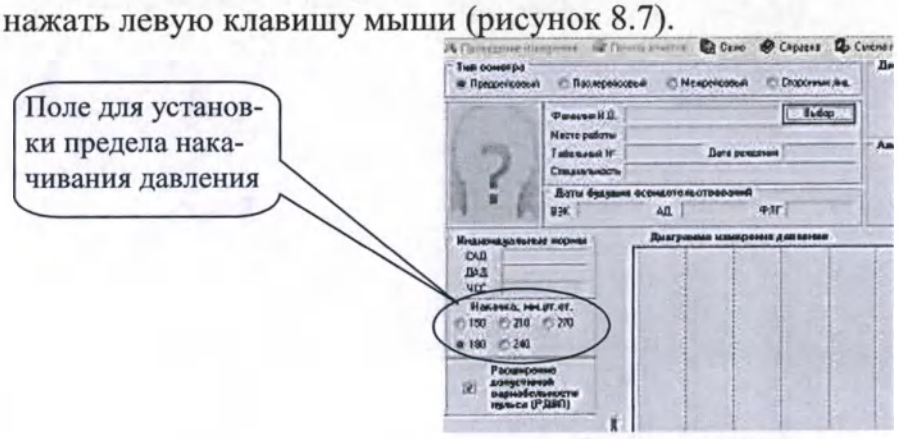

Рисунок 8.7
2.4.9.5 При измерении АД в программе по умолчанию установлен предел накачивания давления - 180 мм рт. ст. При желании этот предел можно изменить, установив курсор мыши на нужное значение от 150 до 270 мм рт. ст. и нажать левую клавишу мыши (рисунок 8.7).